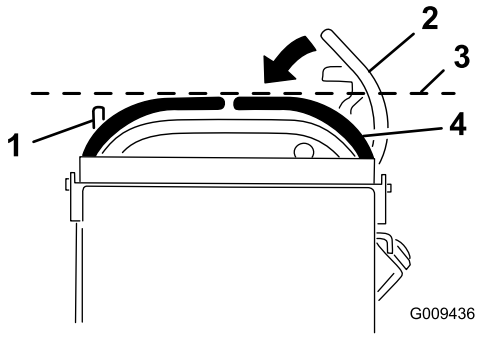

Bild 67
3. Drücken Sie den rechten Fahrantriebshebel nach unten und außen aus der arretierten Neutral-Stellung (Bild 67).
4. Prüfen Sie, ob er horizontal mit dem linken Fahrantriebshebel ausgerichtet ist (Bild 67).